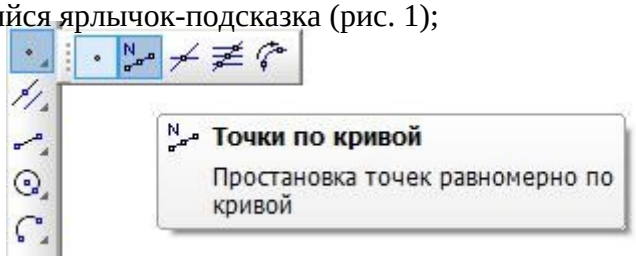

Рис. 1
– **Точки по кривой**. Отпустите кнопку мыши. Правильно выбрать кнопку вам поможет автоматически появляющийся ярлычок-подсказка (рис. 1);